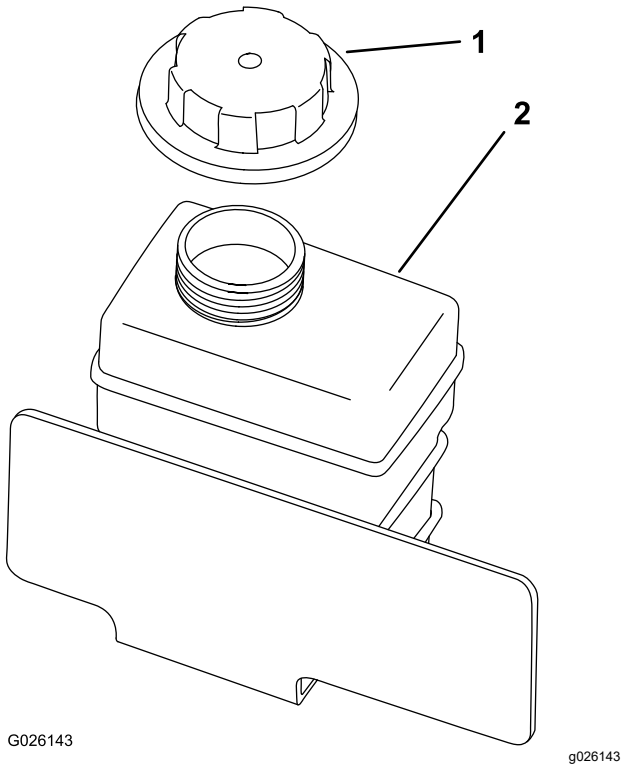

Figur 51
4. Kontrollera kylvätskenivån i reservtanken (Figur 51).